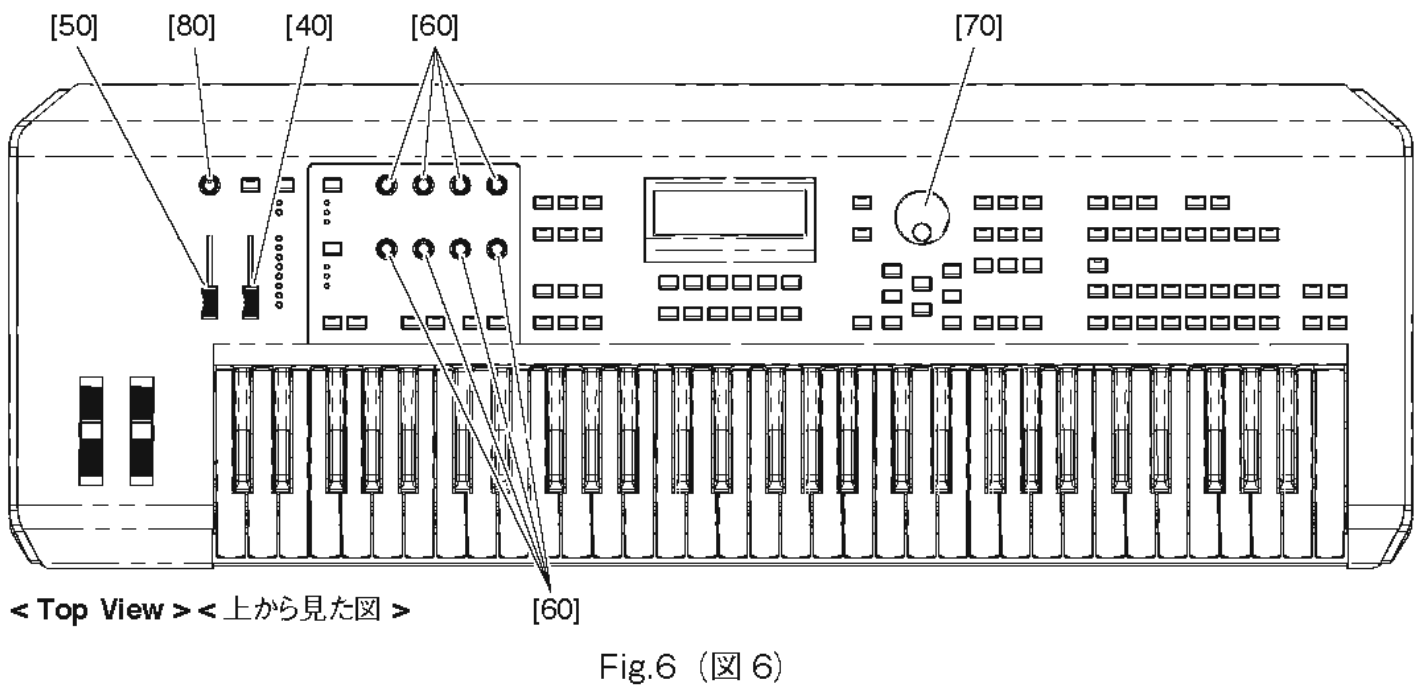
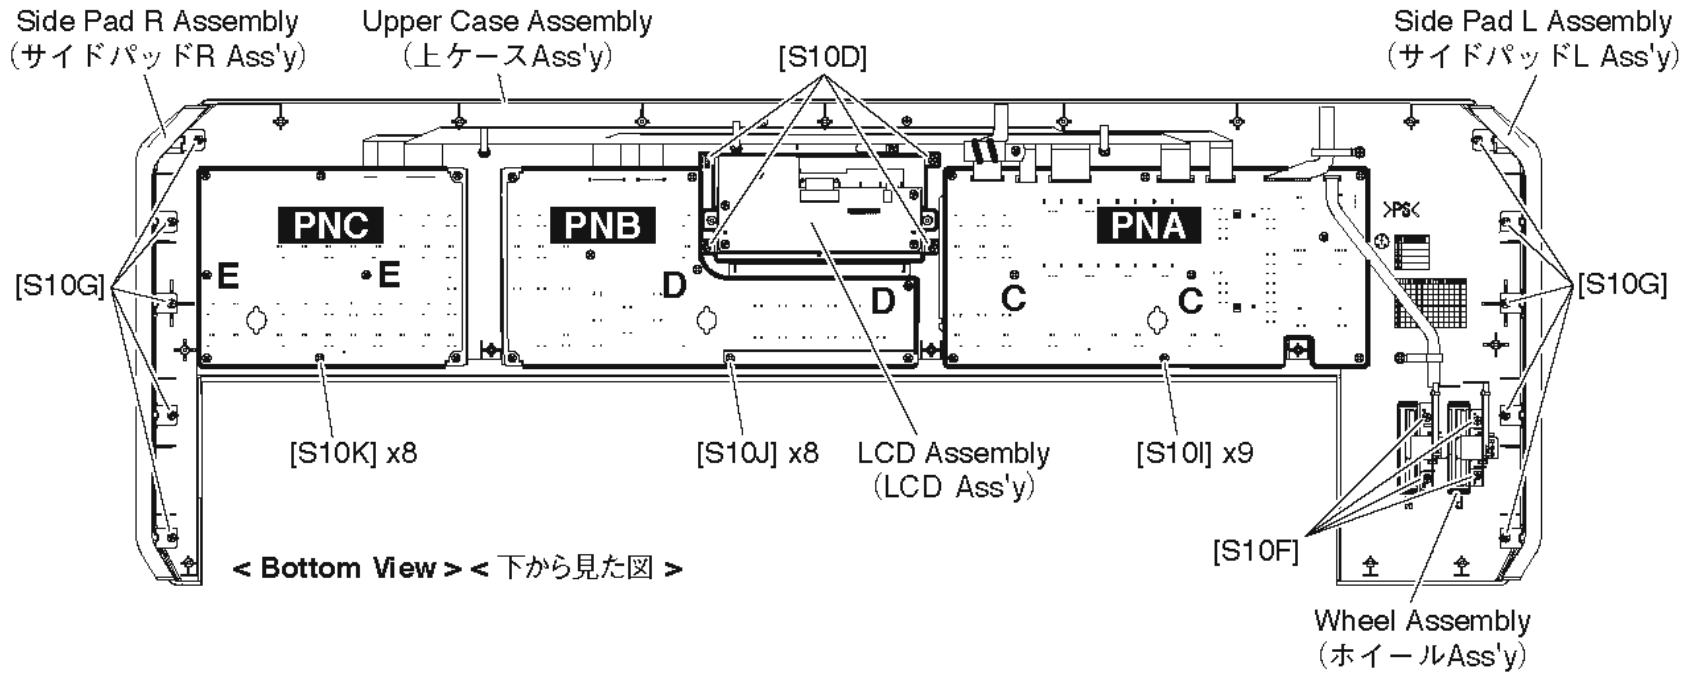

Fig.6（図 6）
Fig.7（図 7）
6-2 Each circuit board and assembly can be removed by removing its fixing screws as listed below. (Table 2, Fig.6, Fig.7)
6-2 次のネジを外すことにより、基板、アッセンブリを外すことができます。(表 2、図 6、図 7)
*1 When assembling the PNA circuit board, insert the positioning areas “C” into the two screw holes on the PNA circuit board, and then tighten the screws. (Fig.7)
*2 When assembling the PNB circuit board, insert the positioning areas “D” into the two screw holes on the PNA circuit board, and then tighten the screws. (Fig.7)
*3 When assembling the PNC circuit board, insert the positioning areas “E” into the two screw holes on the PNA circuit board, and then tighten the screws. (Fig.7)
*1 PNAシートを取り付ける時は、まずPNAシートのネジ穴を位置決め位置"C"（2ヶ所）にはめ込んでから、ネジを締めて下さい。(図7)
*2 PNBシートを取り付ける時は、まずPNAシートのネジ穴を位置決め位置"D"（2ヶ所）にはめ込んでから、ネジを締めて下さい。(図7)
*3 PNCシートを取り付ける時は、まずPNAシートのネジ穴を位置決め位置"E"（2ヶ所）にはめ込んでから、ネジを締めて下さい。(図7)